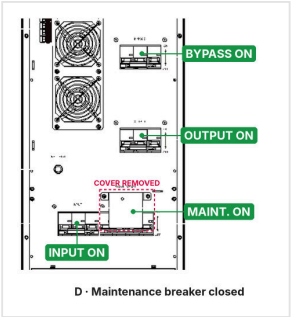

FIGURE 8-2 D — maintenance breaker closed
3. Close the **MAINTENANCE** breaker (Figure 8-2). The touchscreen shows the maintenance-bypass output.
2. Close the **INPUT**, **BYPASS** and **OUTPUT** breakers, in that order (Figure 8-2).